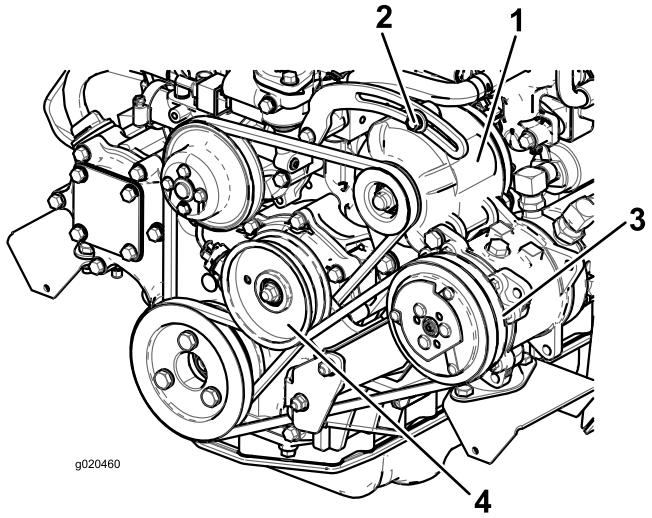

Figur 72
Om nedböjningen inte är 10 mm lossar du generatorns fästbultar (Figur 72).
2. Om nedböjningen inte är 10 mm ska du lossa mellanremskivans fästbult (Figur 72).